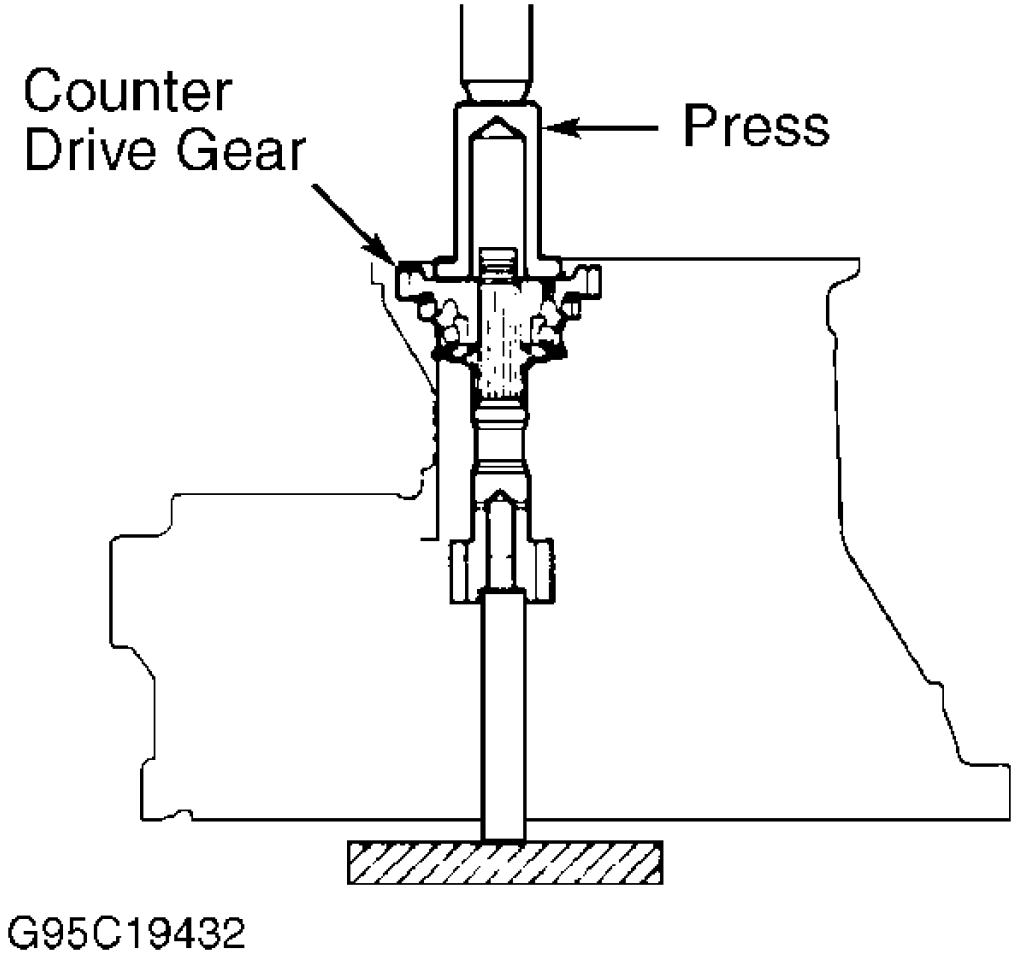

Fig. 65: Installing Driven Pinion
2. On A-540E transaxle, install sensor rotor. On all transaxles, install oil slinger and NEW spacer (crush sleeve). Install spacer with small end downward. Press outer race into case. Place transaxle case with converter side facing down. Support drive pinion shaft with brass bar. See **Fig. 65** . Using press, install driven gear until bearing almost touches counter gear.